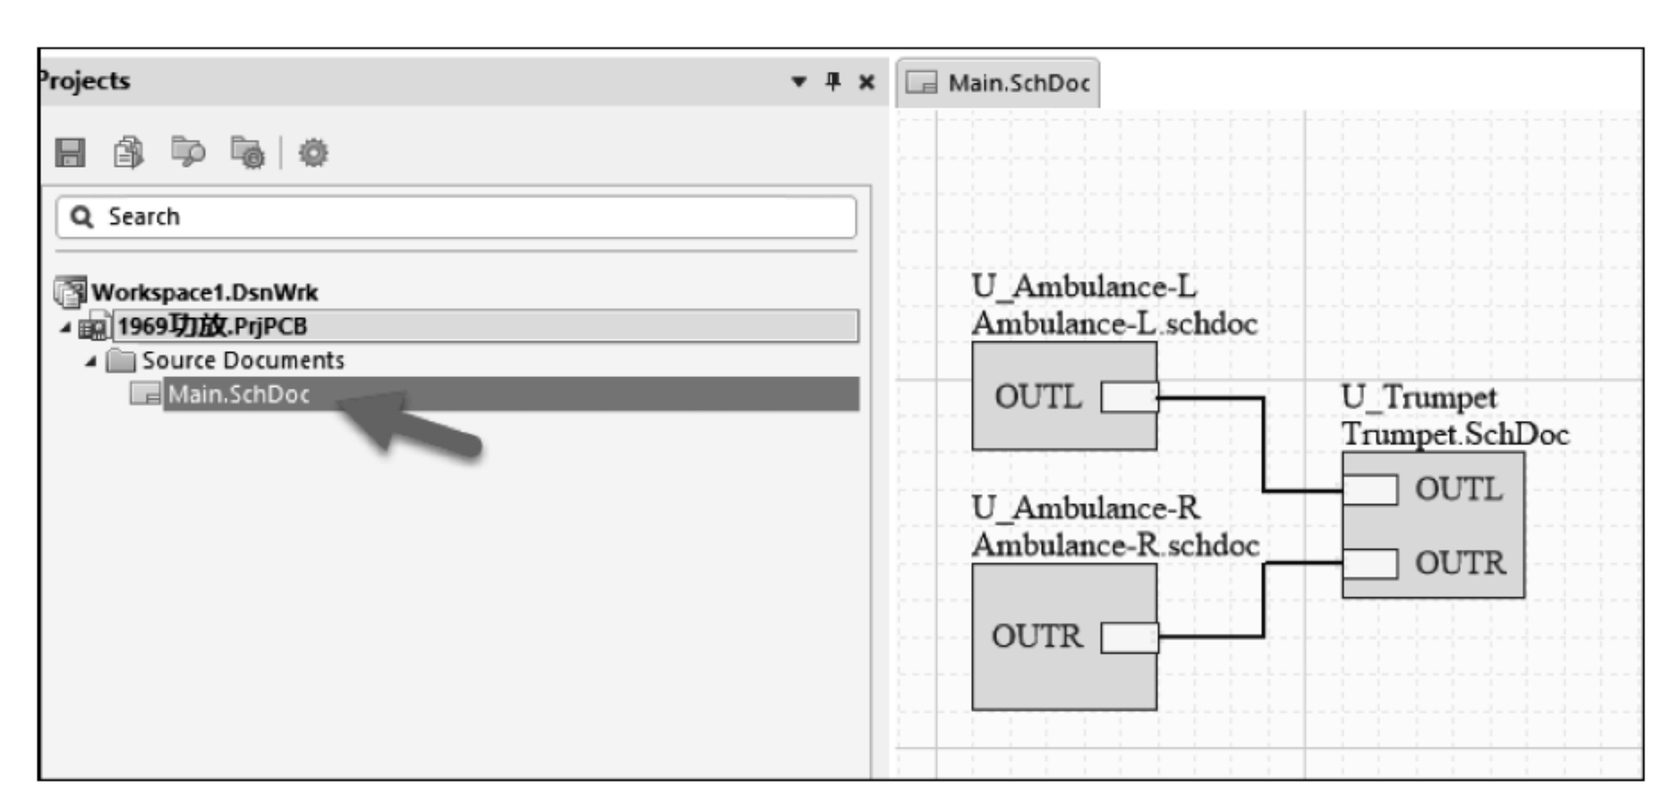

图 1-28　主电路图的绘制
(5) 通过导线完成页面符之间的连接。相同的图纸入口,用导线连接起来,完成主电路图 Main. SchDoc 的绘制,如图 1-28 所示。